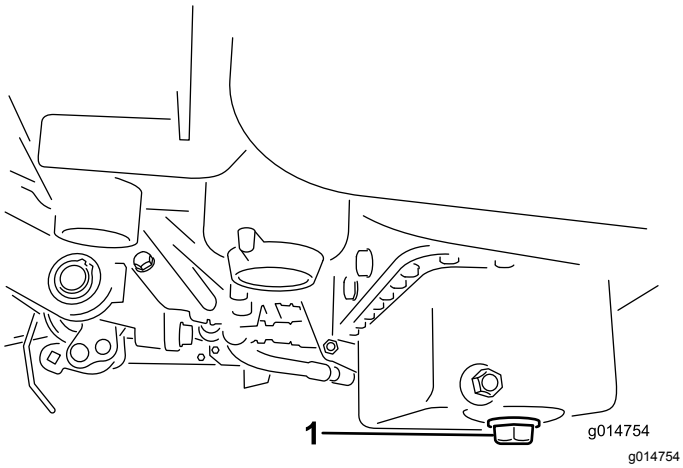

Figur 26
1. Fjern tappepluggen, og la oljen renne ned i et tappefat. Når oljen slutter å renne, setter du tappepluggen på igjen (Figur 26).